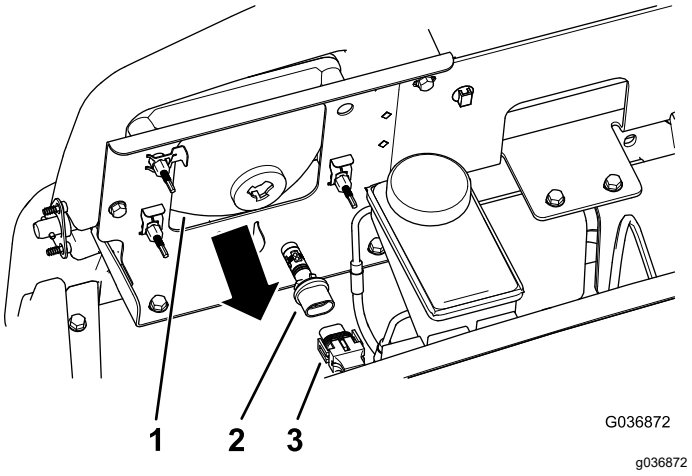

**Figuur 51**
3. Maak de elektrische aansluiting voor de kabelboom los van de lampaansluiting aan de achterkant van de behuizing van de koplamp (Figuur 51).
4. Draai de lamp een kwartslag linksom en duw ze naar achteren, uit de behuizing van de koplamp (Figuur 51).
5. Monteer de nieuwe lamp en de nieuwe behuizing voor de koplamp; lijn de lipjes van de lamp uit met de sleuven in de behuizing van de koplamp (Figuur 51).
6. Bevestig de lamp door deze een kwartslag rechtsom te draaien (Figuur 51).
7. Koppel de elektrische aansluiting voor de kabelboom aan op de aansluiting van de nieuwe lamp (Figuur 51).